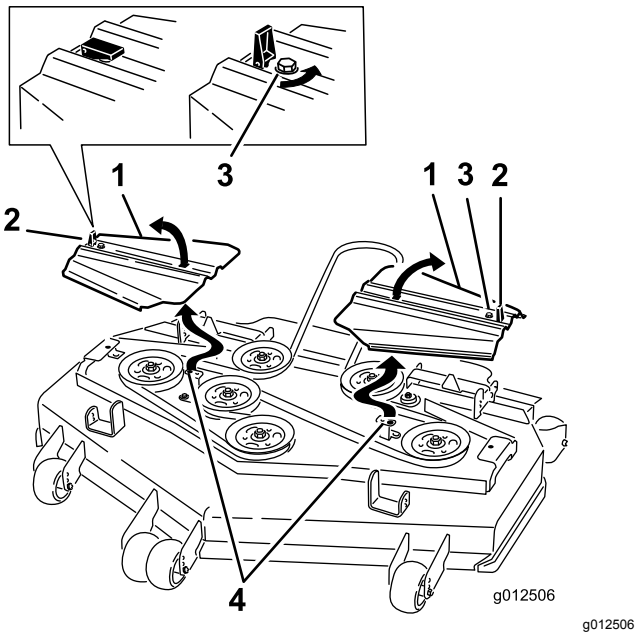

Figur 70
14. Monter remdekslene med tappene i slissene. Monter skruene og fest låsene (Figur 70).